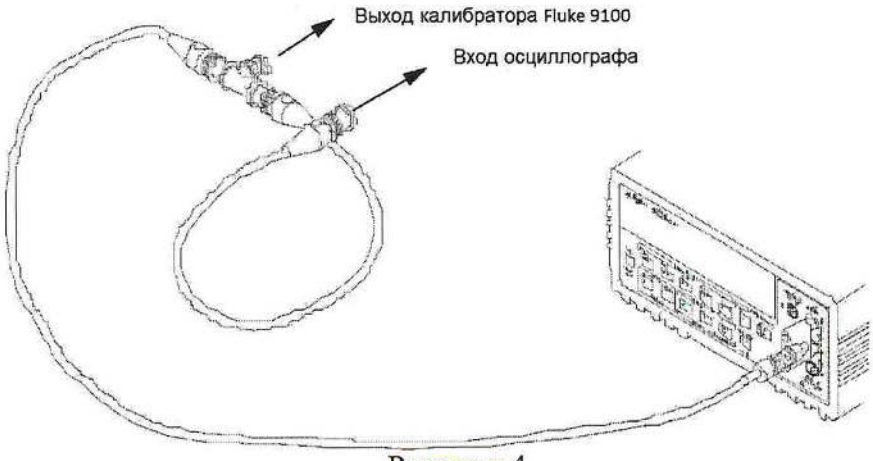

Рисунок 4
8.4.1.12 Подключить на вход канала 1 осциллографа калибратор Fluke 9100 (рисунок 4).